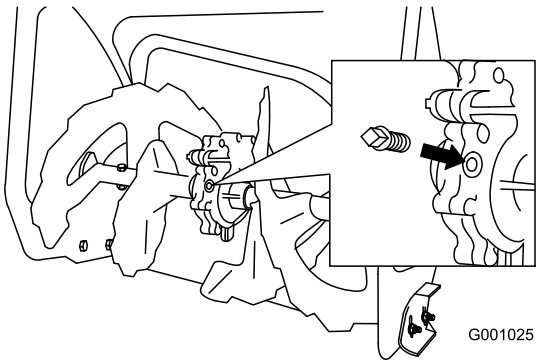

Figuur 46
2. Maak schoon rond de buisplug (Figuur 46).